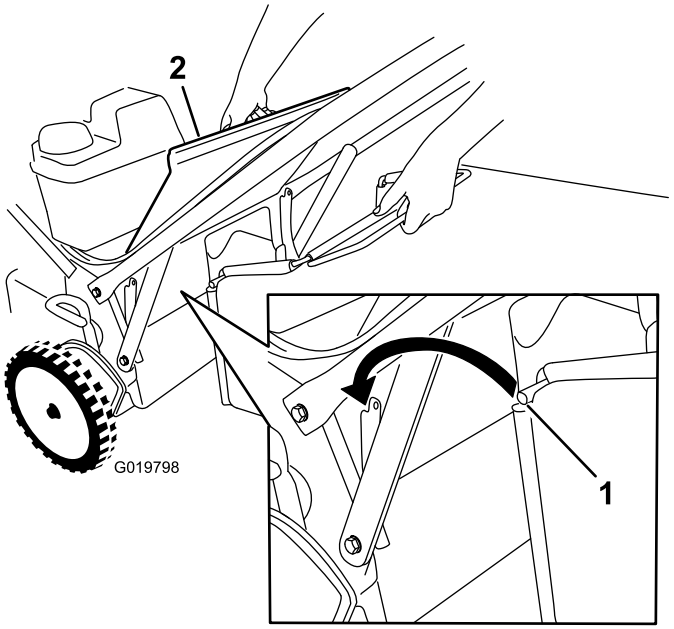

Рисунок 19
1. Поднимите и удерживайте задний отражатель (Рисунок 19).
3. Вставьте штангу мешка в выемки в основании рукоятки и покачиванием мешка из стороны в сторону убедитесь в том, что штанга находится в нижней части обеих выемок; см. Рисунок 19.